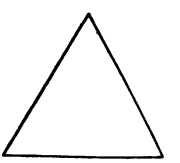

FIG. 22.
52. An **equilateral** triangle (Fig. 22) is one having all of its sides of the same length.